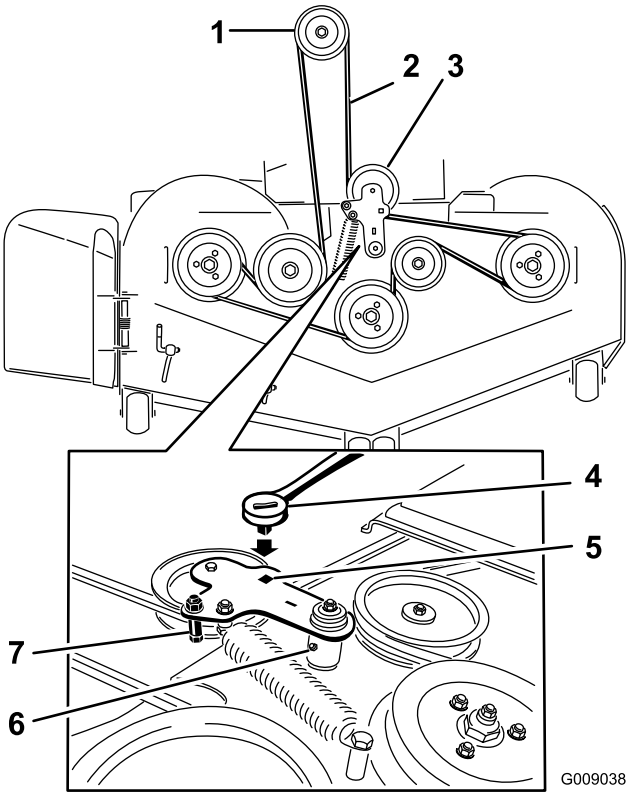

Figuur 76
7. Gebruik een ratelsleutel in de vierkante opening in de arm van de spanpoelie om de druk op de veer te verminderen (Figuur 76).
9. Verwijder de riemgeleider op de arm van de veerbelaste spanpoelie zoals getoond in Figuur 76.
11. Bevestig de nieuwe riem rond de poelies van het maaidek en de koppelingspoelie onder de motor (Figuur 76).
12. Bevestig de riemgeleider op de arm van de spanpoelie zoals getoond in Figuur 76.
13. Gebruik de ratelsleutel in de vierkante opening en plaats de veer van de spanpoelie (Figuur 76).